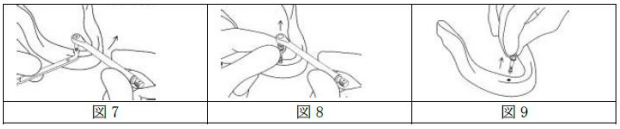

図7　図8　図9
(7)ホールディングキーの六角部分を使用してトランスファーパーツの六角部に合わせ、ラチェットで反時計回りに回しトランスファーパーツを緩める(図7)。